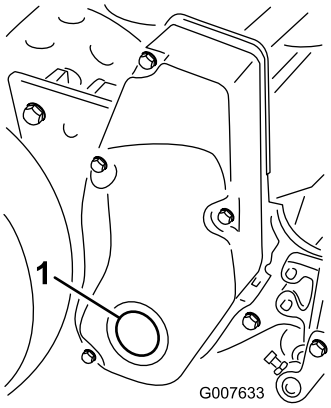

Figur 57
1. Fjern pluggen på det høyre spolemotordekslet (Figur 57).